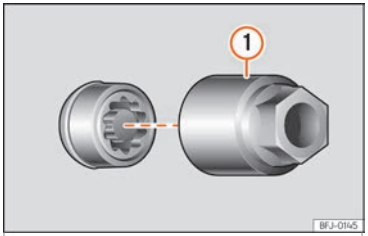

Fig. 42 Tornillo antirrobo de la rueda con capuchón y adaptador.
- Encaje el adaptador especial ››› fig. 42 (1) (herramienta de a bordo ››› pág. 49) en el tornillo antirrobo de la rueda hasta el tope.